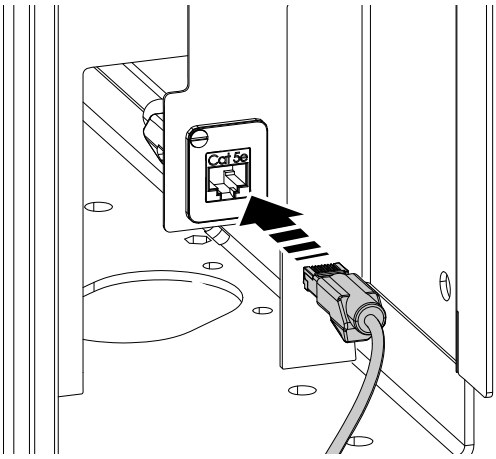

**Fig. 1 Cavo Ethernet nel connettore**
4. Inserire il cavo Ethernet nel connettore montato in fabbrica. Fare riferimento a Fig. 1 *Cavo Ethernet nel connettore*.